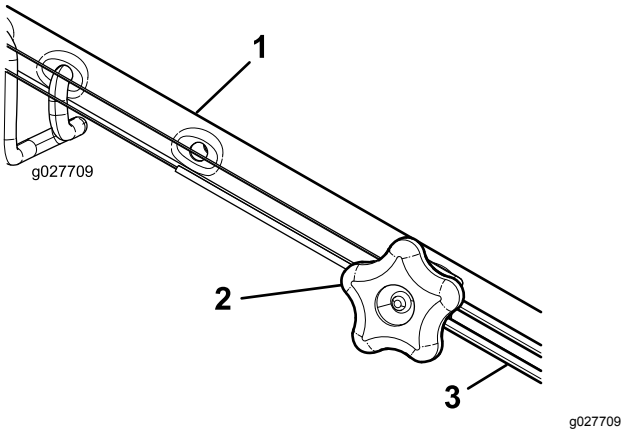

Figur 42
1. Drej justeringsgrebet mod uret for at løsne kabeljusteringen (Figur 42).
2. Juster stramningen på kablet (Figur 42) ved at trække det tilbage eller skubbe det frem og holde den position.